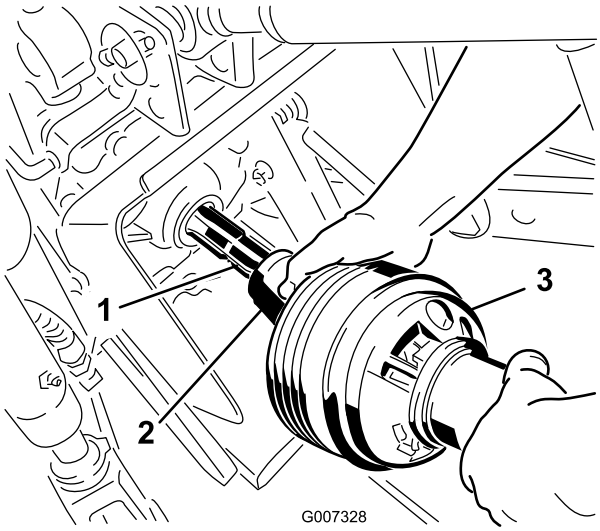

**Figuur 20**
3. Sluit de aftakas aan op de aftakas van de tractor (Figuur 20).